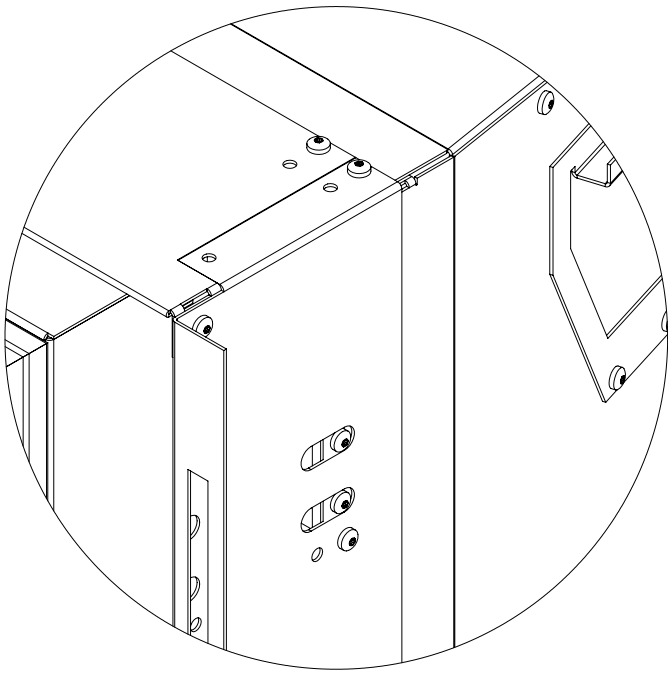

Figure 44: Setting 2
3. Slide the side extensions forward until the rear holes line up with the holes in the cabinet (see Figure 44).
4. Re-install six (6) screws through each side extension and into the cabinet sides.